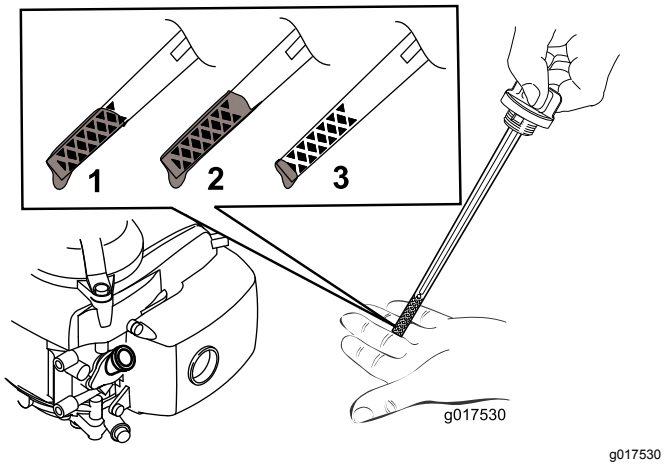

Figuur 10
5. Raadpleeg Figuur 10 om het juiste oliepeil op de peilstok te bepalen.
Opmerking: Vul het carter van de motor met olie tot u een correct oliepeil afleest op de peilstok zoals getoond in Figuur 10. Als u te veel olie in de motor hebt gedaan, moet u deze aftappen zoals wordt uitgelegd onder Motorolie verversen (bladz. 15).